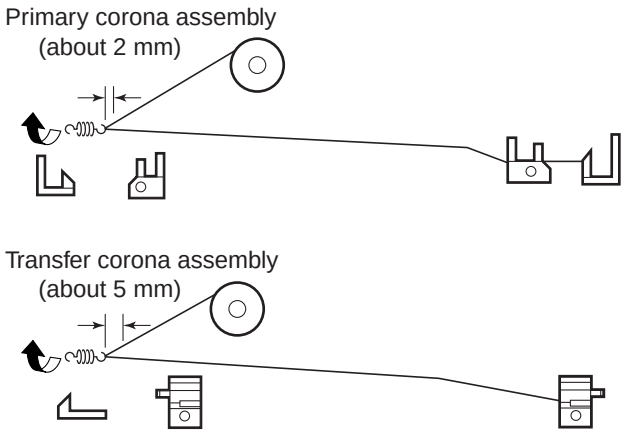

Figure 4-811
5) Hook the loop of the corona wire as shown in Figure 4-811, and lead the wire along the V-groove of the height adjusting roll.